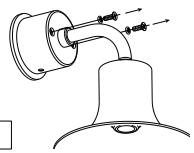

図 1
- フランジにセットされている2ヶ所の取付ビスとパッキンゴムをはずして、取付板をはずしてください。この時、取付ビスとパッキンゴムの紛失にご注意ください。（図 1）